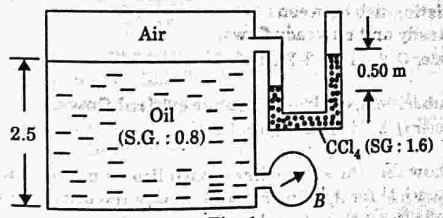

Fig. 1.
b. Determine the reading of the pressure gauge 'B' shown in Fig. 1.